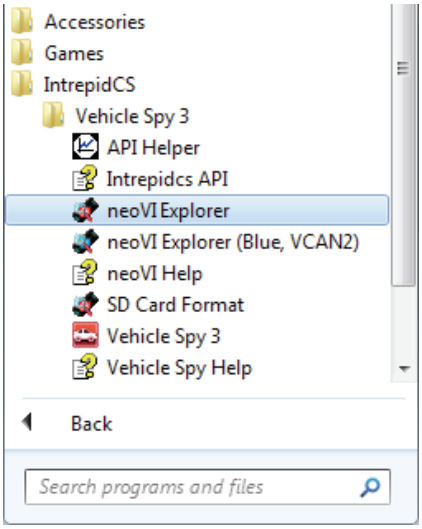

Figure 54: neoVI Explorerを直接起動する。
*IntrepidCS*フォルダーを見て下さい。ヴィークルスパイ3の下にある *neoVI Explorer*を選択して下さい(図54)。